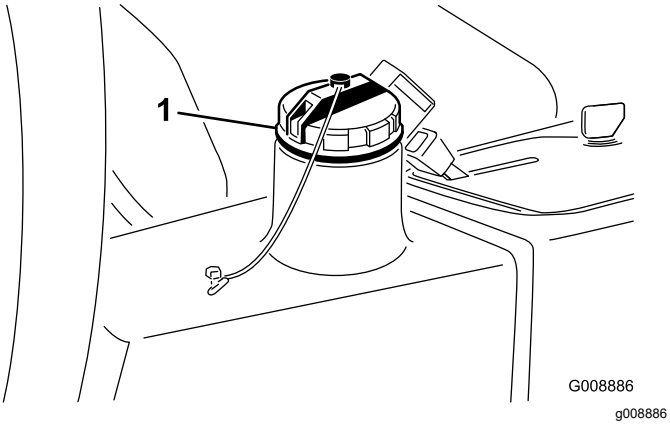

**Figur 81**
4. Fyll tanken (Figur 81) med cirka 13,2 liter hydraulvätska. Se Kontrollera hydraulsystemet (sida 23).